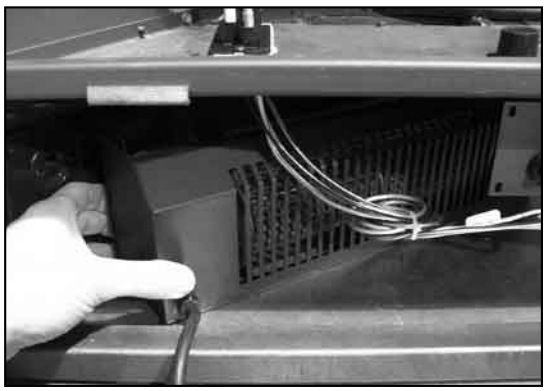

Figure 42. Placing Fan Kit Into VF36.
3. Place fan in lower area of unit behind the controls (see Figure 42).